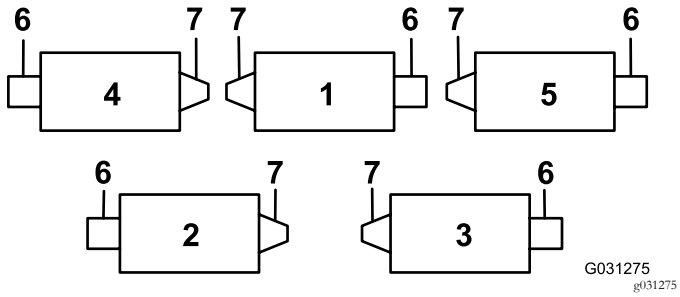
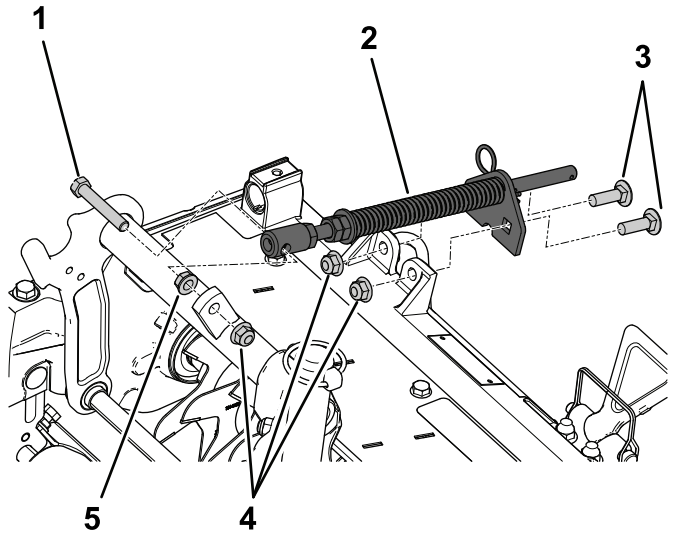

Figure 5
Figure 8
Le graisseur doit être monté sur le côté moteur de cylindre du verticutter. Reportez-vous au schéma ci-dessous pour déterminer la position du moteur de chaque cylindre (Figure 5).
3. Pour positionner les verticutters n° 2 et 4 (Figure 5), déplacez la masse d'extrémité de l'autre côté du plateau de coupe.
Montez le ressort de compensation du même côté que le moteur de cylindre (Figure 5 et Figure 8).